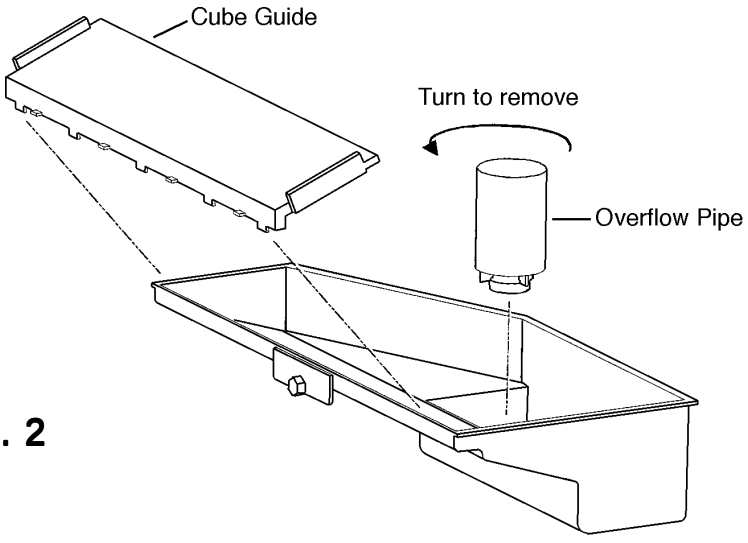

Fig. 2
6) Remove the Cube Guide and the Overflow Pipe to drain the Water Tank. See Fig. 2.